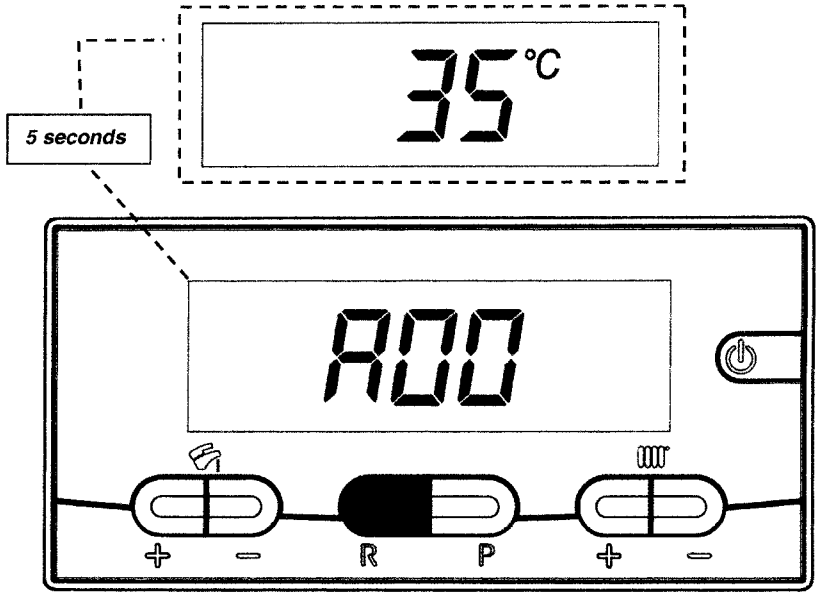

Figure 13
- Appuyer sur la touche (R) pendant au moins 6 secondes, jusqu'à ce que l'écran affiche "**A00**" (…"A07") en alternance avec la valeur (par ex. figure 13);